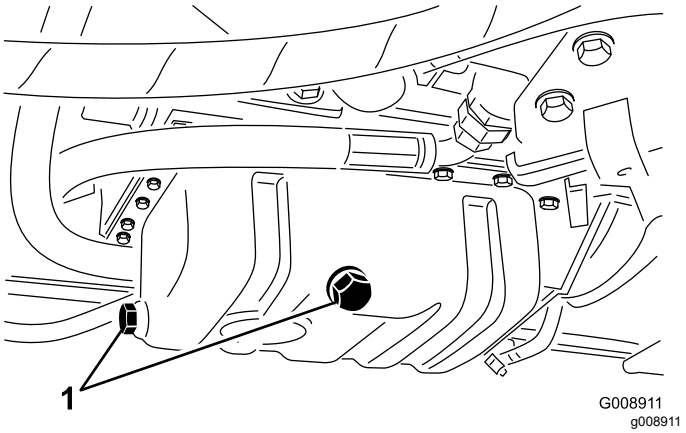

Figur 65
3. Ta bort en av avtappningspluggarna (Figur 65) och låt oljan rinna ned i avtappningskärlet. Sätt tillbaka pluggen när oljan har slutat att rinna.